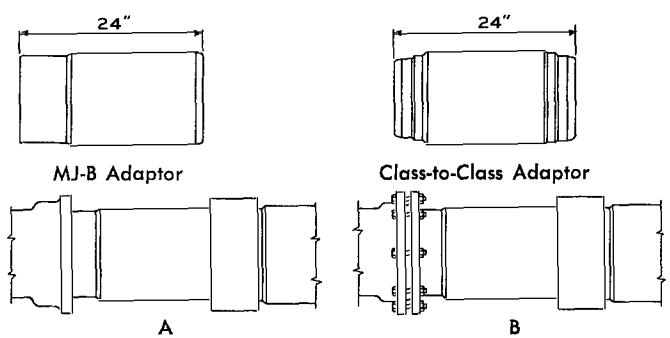

FIG. 46 — MJ-B Adaptor at — A — Poured Bell Fitting; B — Mechanical Joint Fitting
1. MJ-B Adaptor—For connecting Transite to Mechanical Joint and Poured Bell Fittings. See Fig. 46. In ordering show size and class of pipe to be connected—as—MJ-B Adaptor—8"-150 (etc.). MJ-B Adaptors for use with butterfly valves may require special machining.